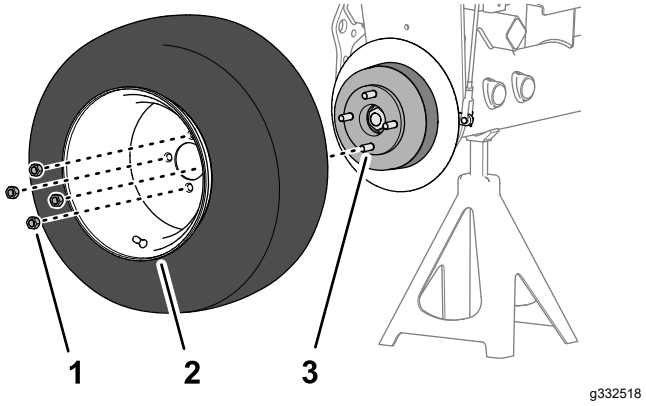

Figuur 72
1. Monteer het wiel aan de naaf met de 4 wielmoeren (Figuur 72) en draai de wielmoeren met de hand vast.